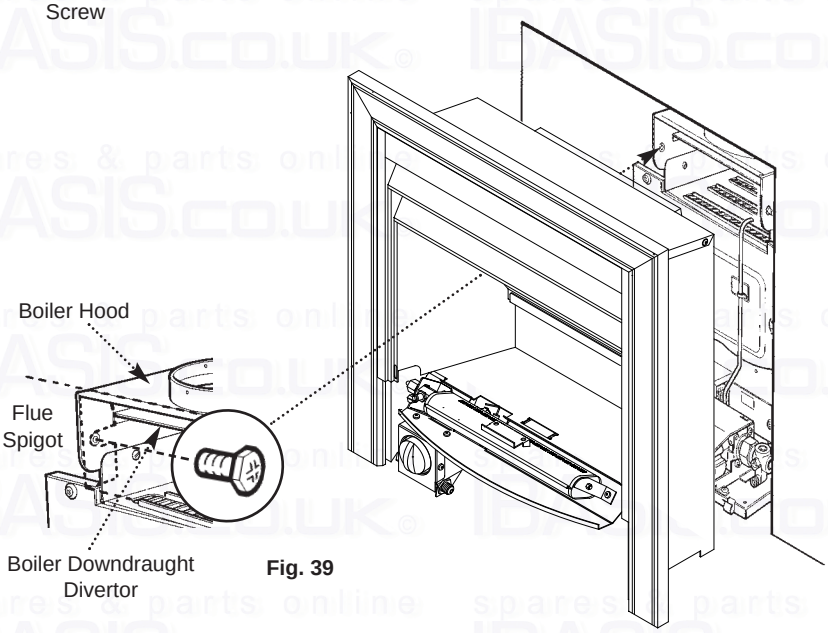

Fig. 39
2. Slide the fire combustion box into position ensuring that the flue spigot fits into the boiler downdraught divertor. Fit and tighten the two screws inside the flue spigot (Fig. 39) and replace the two screws into the boiler base tray (Fig. 41).